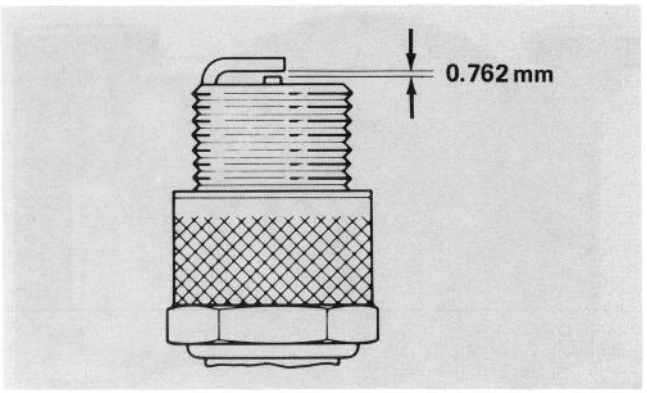

Figure 26
2. Set air gap between electrodes at 0.762 mm (Fig. 26). Install the spark plug with gasket seal and tighten plug to 20.4 N·m. If torque wrench is not used, tighten plug firmly.